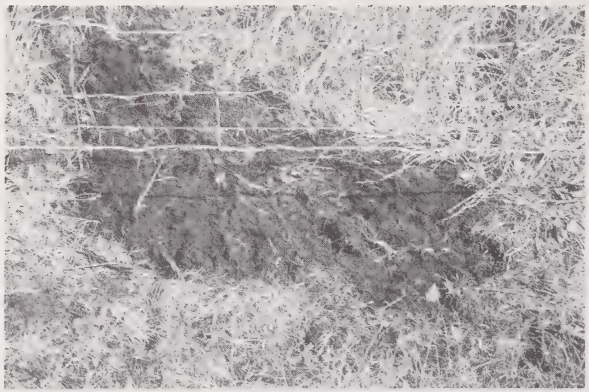

Figure 12. A coyote trail under a fence.
2. Set a trap where coyotes are going under or through a fence *(Figure 12)*.